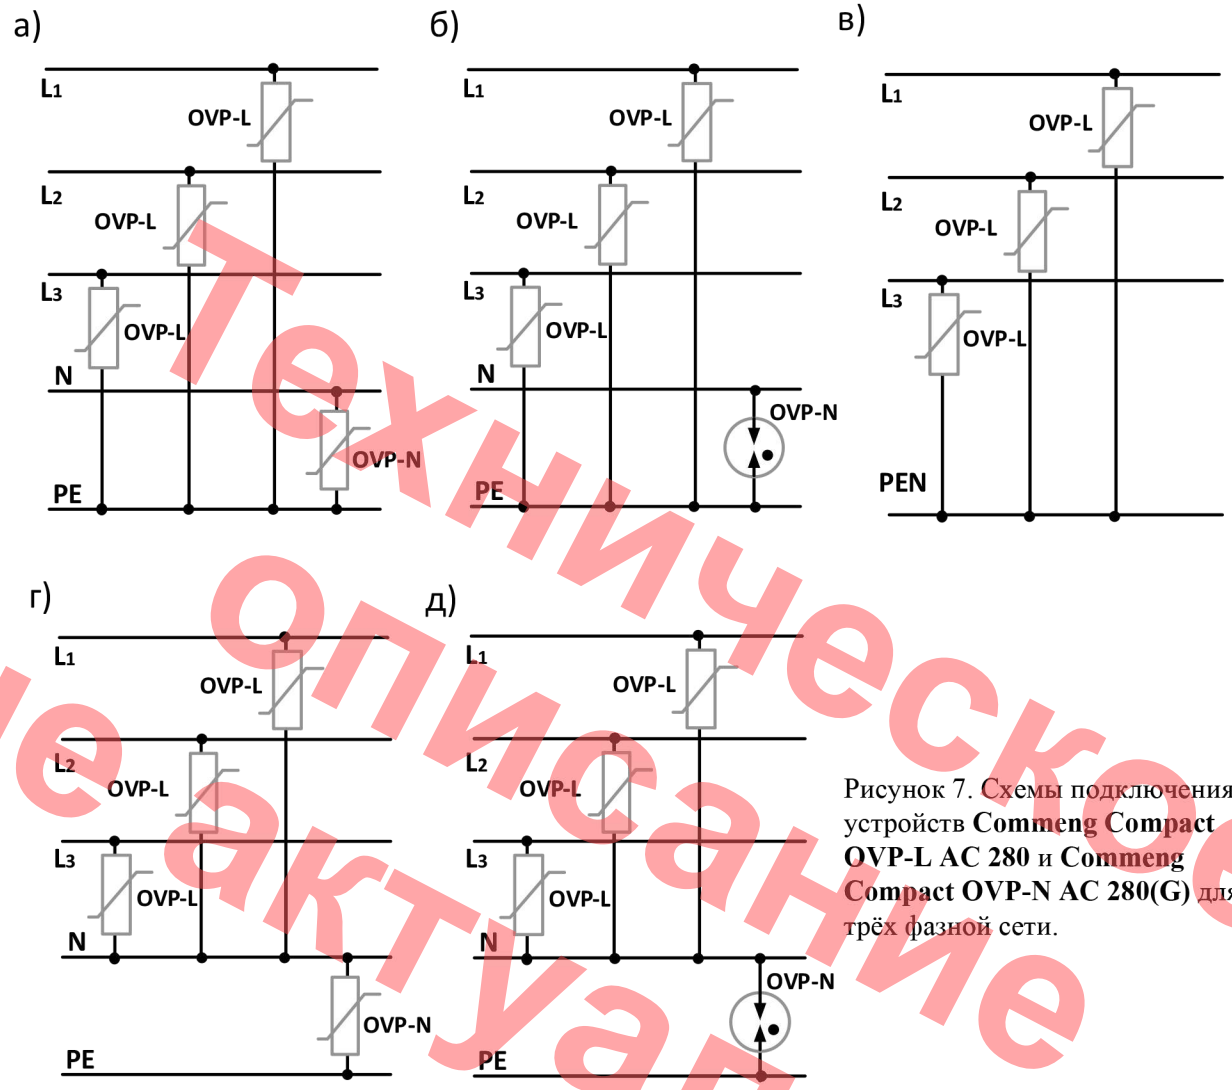

Рисунок 7. Схемы подключения устройств **Commeng Compact OVP-L AC 280** и **Commeng Compact OVP-N AC 280(G)** для трёх фазной сети.
Варианты построения схем для трёх фазной цепи (см.рис.7):
- при разделенных проводниках **N**, **PE** (см. рис. 7а,7б);
- при совмещенном проводнике **PEN**. (см. рис. 7в);
- при разделенных проводниках, защита от помех в цепи фаза-нейтраль (см. рис.7г,7д)